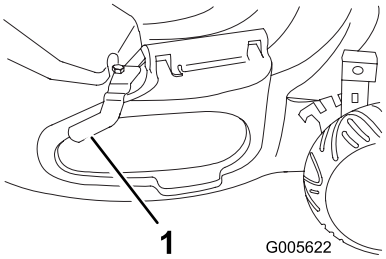

Figur 26
1. Fjern bolten og sidedekselklemmen, sett så bolten inn i hullet igjen og oppbevar klemmen for fremtidig bruk (Figur 26).